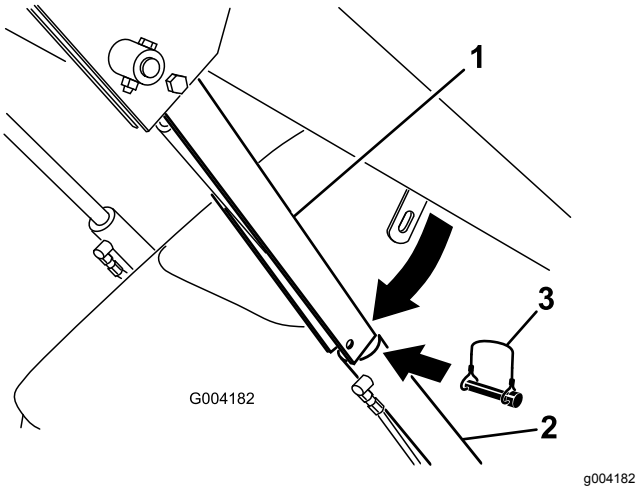

Figur 23
4. Ta bort hjulsprinten som håller fast cylinderlåset på lastarmen (Figur 23).
5. Sänk ner cylinderlåset över cylinderstaven och säkra den med hjulsprinten (Figur 23).